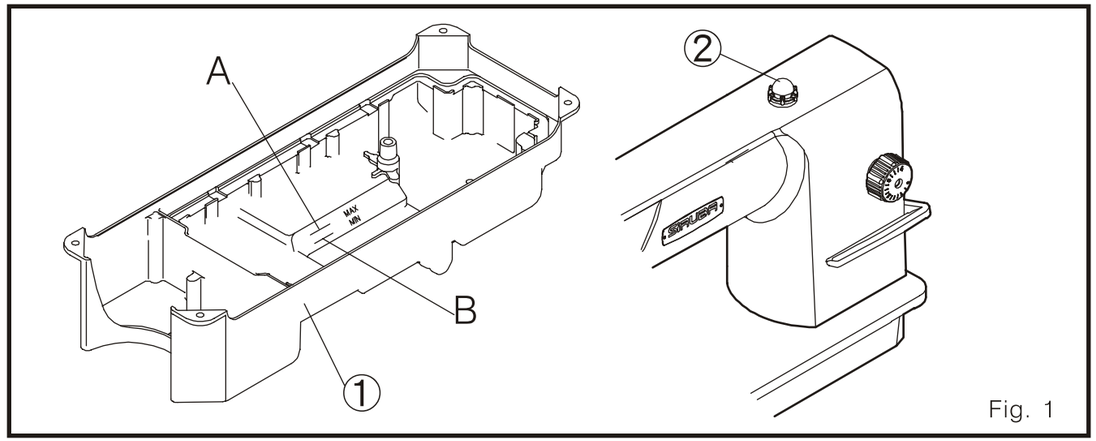

Fig. 1
1. Instrucciones de la lubricación con aceite (Fig. 1)